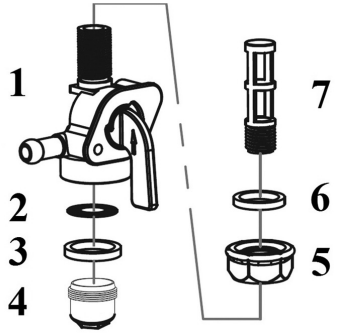

Рис. 16 Устройство топливного крана
Устройство топливного крана показано на Рис. 16.
2. Открутите контргайку 5 на 1-2 оборота (Рис. 16).
5. Извлеките из корпуса топливного крана 1 уплотнительное кольцо 3 и сетчатый фильтр 2 (Рис. 16).
6. Выкрутите из корпуса топливного крана сетчатый фильтр 7 (Рис. 16).